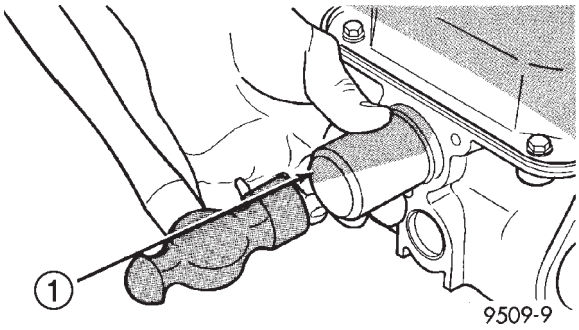

Abb. 80 Nockenwellendichtring—Einbau
(1) Nockenwellendichtring mit Spezialwerkzeug MD 998306 bis zum bündigen Abschluß mit dem Zylinderkopf eintreiben (Abb. 80).